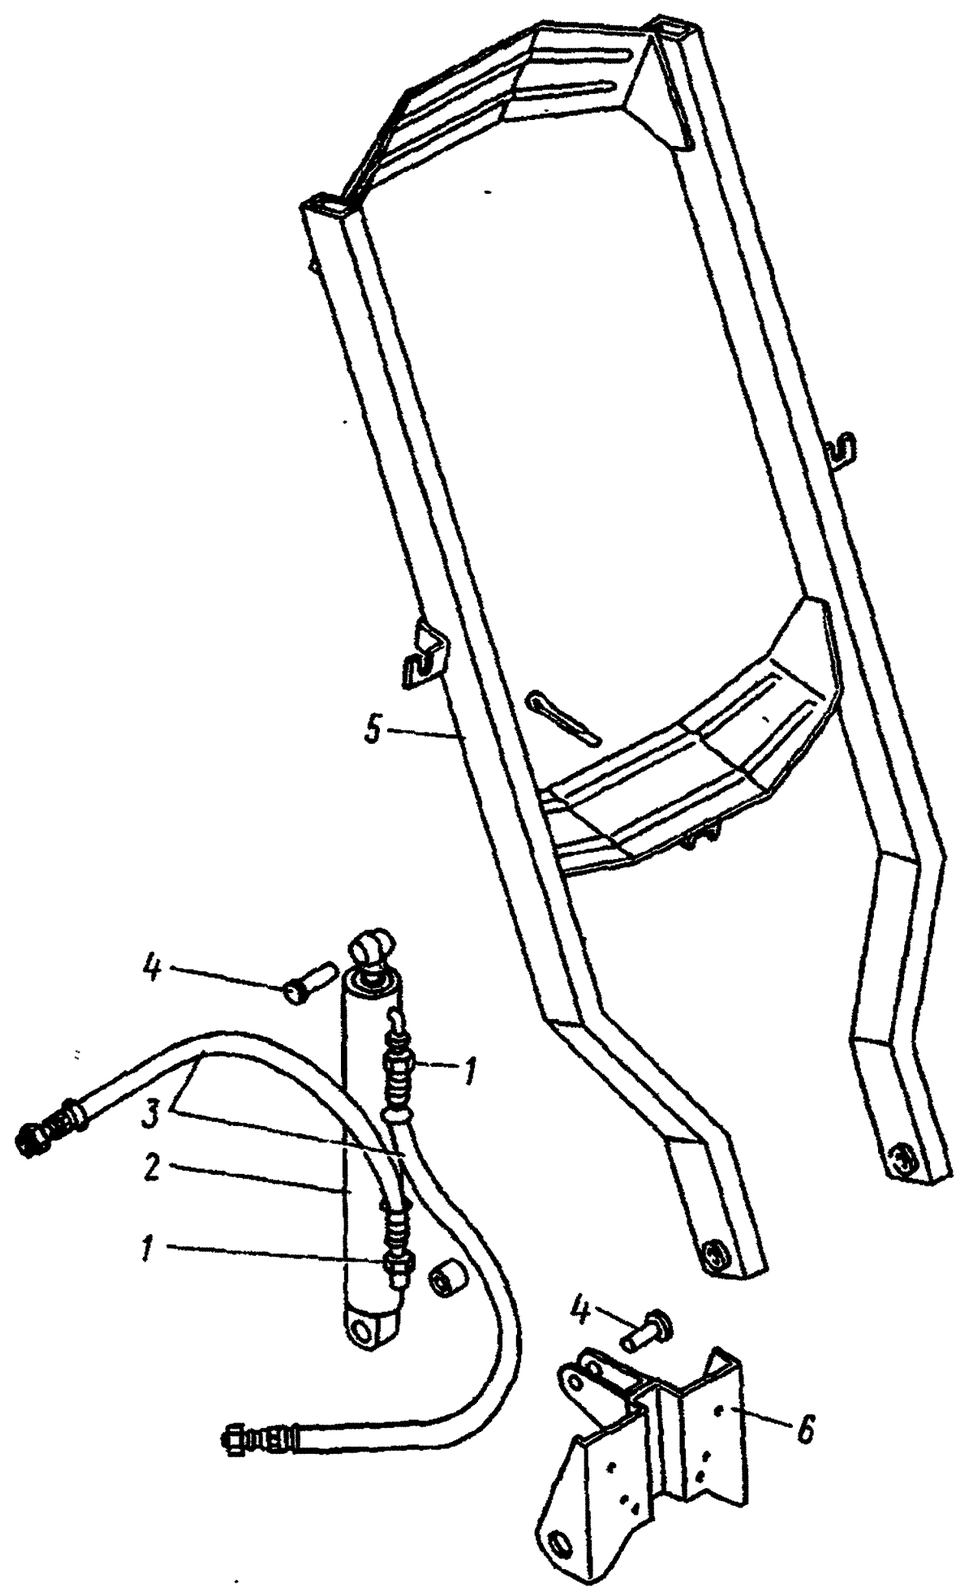

Рис. 71. Гидроцилиндр механизма подъема запасного колеса:
2. Отверните накидные гайки *1* (рис. 71) и отсоедините шланги *3* от цилиндра *2*. Слейте через шланги гидравлическую жидкость из бачка насоса подъема и опускания кабины, установите в шланги пробки	Ключи 19, 22 мм, посуда для жидкости, пробки